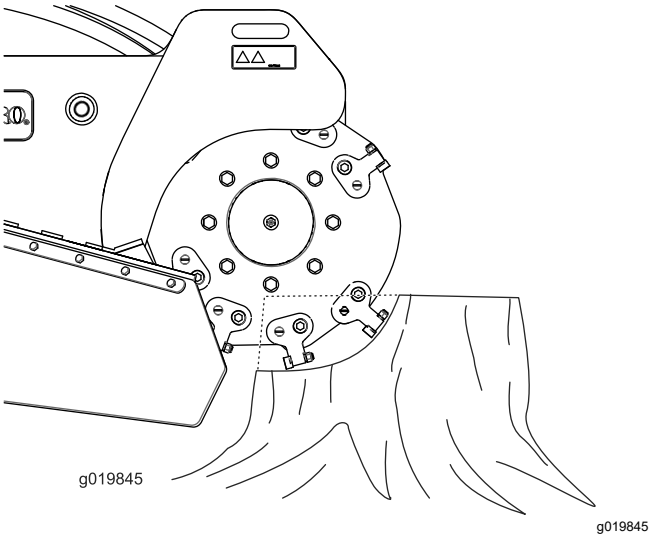

Figuur 19
2. Gebruik de bedieningshendel van de frees en het tractiepedaal om de frees aan de voorkant van de boomstronk te rijden, ongeveer 2 cm onder de stronk (Figuur 19).
4. Gebruik de bedieningshendel om de frees langzaam over het oppervlak van de boomstronk te bewegen en snij een strook hout weg (Figuur 19).